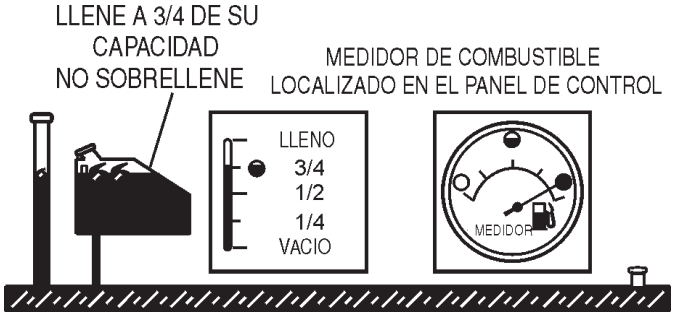

**Figura 36. Sistema de combustible lleno**
5. La Figura 36 a continuación refleja un sistema de combustible lleno.